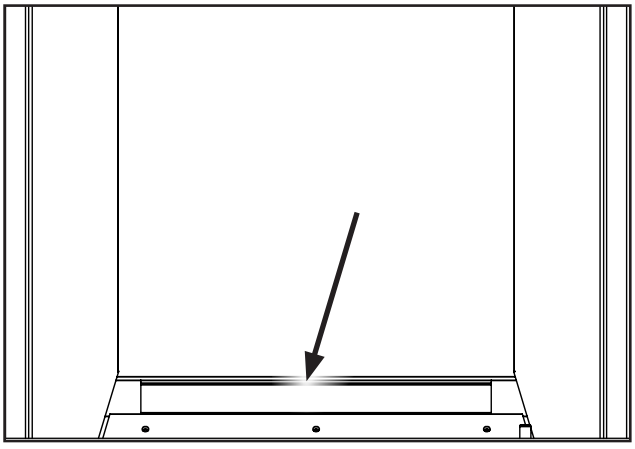

Figure 50. Rear Panel Ledge.
5. Install the rear porcelain panel first by sitting it on the ledge at the rear of the firebox (see figure 50), then follow with the left and right panels.